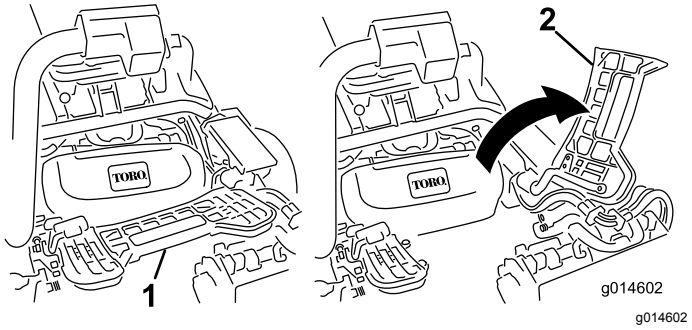

Figura 50
2. Levante el reposapiés y gírelo hacia arriba, para tener acceso a la posición de la unidad de corte central (Figura 50).